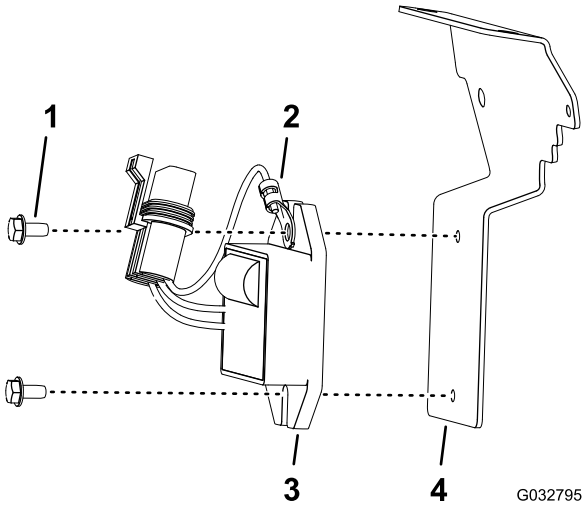

Figura 4
1. Alinee el terminal de puesta a tierra y las ranuras del regulador de tensión con los orificios del soporte (Figura 4).
2. Monte el terminal y el regulador al soporte con dos tornillos con arandela prensada (Figura 4).